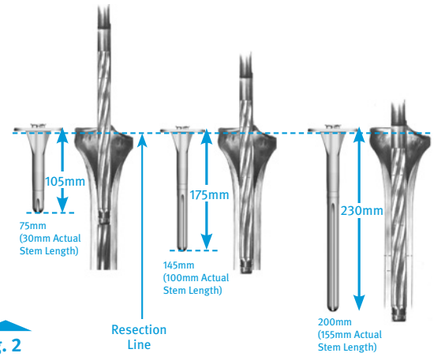

Fig. 2
*To help visualize reaming depth, lay the desired Tibial Provisional assembly next to the reamer and use a pen to mark the depth **(Fig. 2)**.*